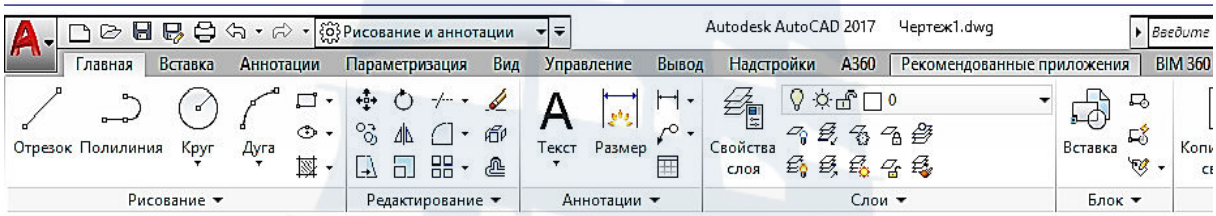

Рис. 16
– Вкладка **Главная** – содержит панели инструментов **Рисование**, **Редактирование**, **Слои**, **Аннотации**, **Блок** и т. д. (рис. 16).